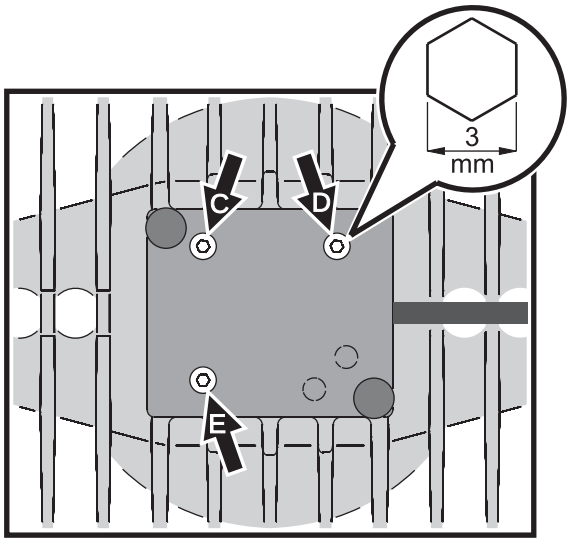

Figure 3: Lamp adjustment screws
4. See Figure 3. Screw the 3 mm Allen screws **C**, **D** and **E** in or out to obtain the most even beam.